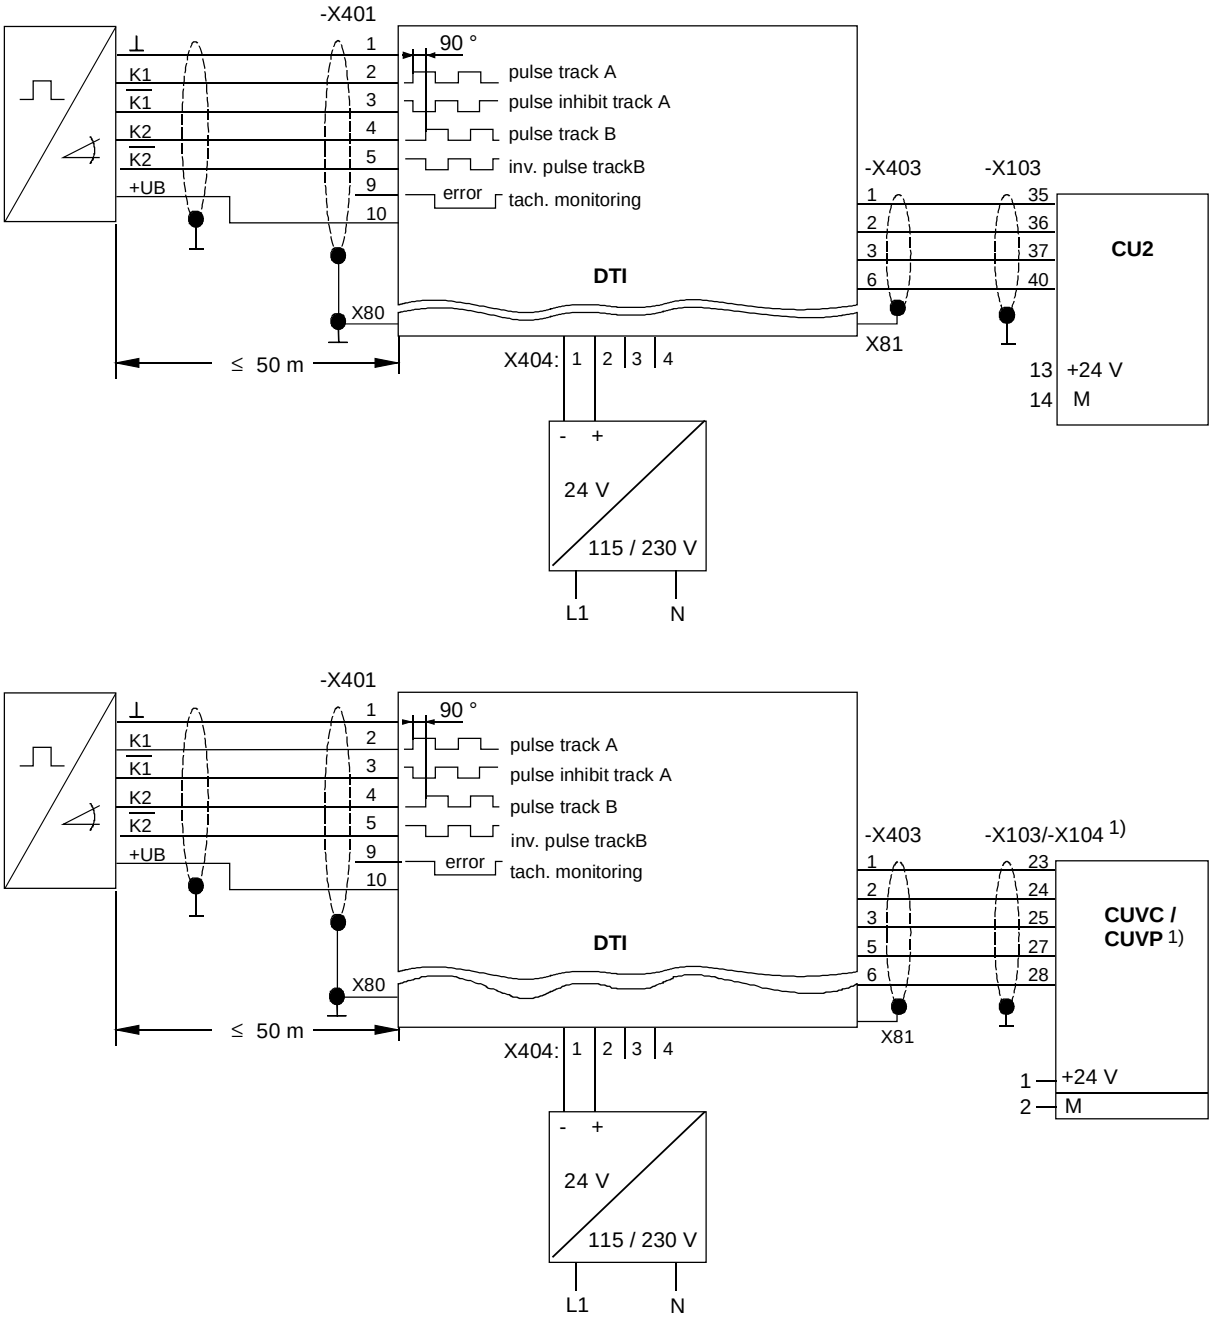

Fig. 5-1 *TTL tachometer with inverted pulse track (type H0G9, Fa. Hübner Berlin) and external power supply for SIMOVERT VC*
- Establish and check the connection to the converter (refer to figs. 5-1 and 5-2)